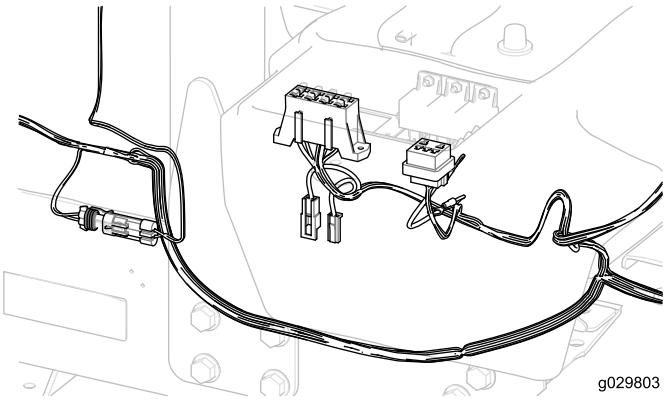

Figur 31
2. Fra under højre side af traktionsenheden skal sikringsblokdelen af ledningsnettet føres op og ind i åbningen i sikringsrummet (Figur 31).